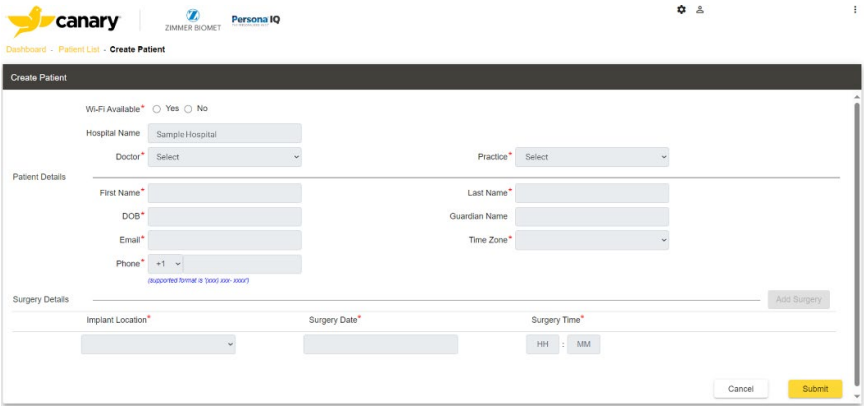

Figure 16: Create Patient Screen
3. Use the "Create Patient" screen (**Figure 16**) to enter the patient's information(name, DOB, email, etc.).